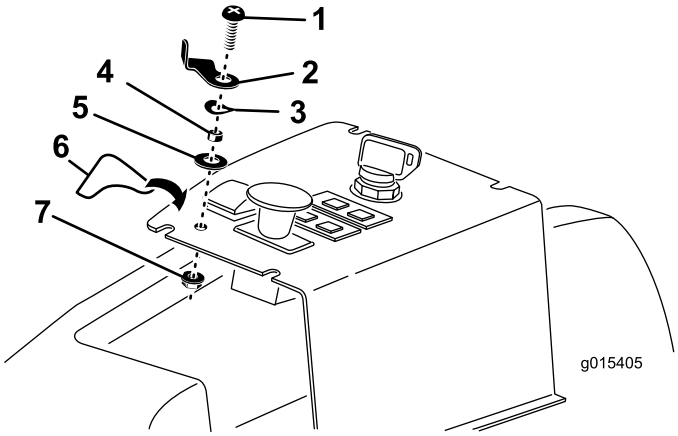

Figur 13
3. Trä på lyftlåsspaken, distansbrickan, vågbrickan och planbrickan på skruven med koniskt huvud (1/4 x 1 tum) i enlighet med Figur 13.
4. För in den ihopsatta skruven med lyftlåsspaken i kontrollpanelens hål och fäst den med en låsmutter. Placera lyftlåsspaken i enlighet med Figur 13.